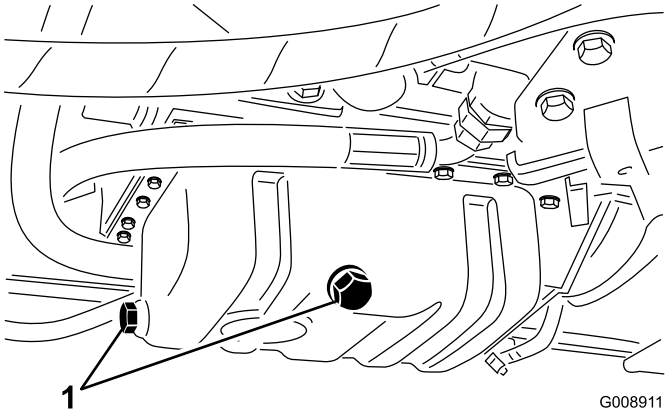

Figur 49
1. Ta bort avtappningspluggen (Figur 49) och låt oljan rinna ned i ett avtappningskärl.